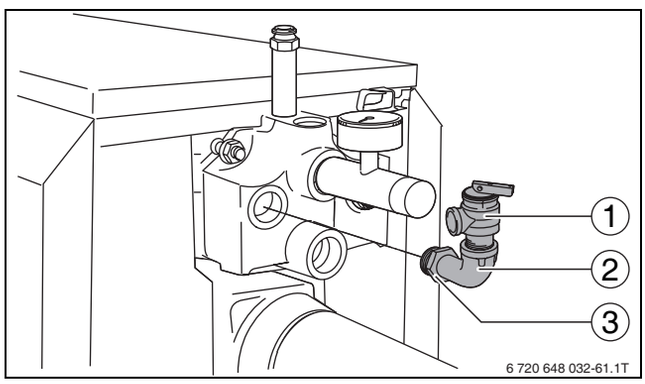

Fig. 47 Installing B-Kit
- Seal pressure relief valve connection (→ Fig. 47 "Installing B-Kit", page 31) and all other open connection with blind plugs.
- Installing pressure relief valve (→ Fig. 47 "Installing B-Kit", page 31).